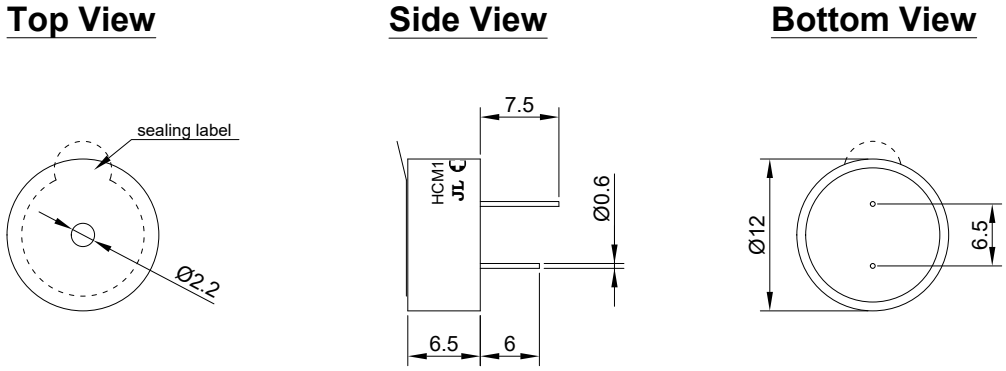

Figure 4. HCM1205F Mechanical Layout
4.3.1. Layout and Dimension : See Section 7, Figure 4